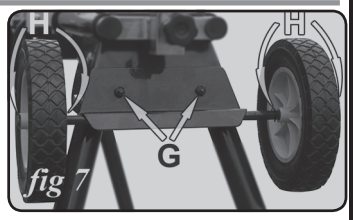

fig 7
7. Following fig 2-5, attach the wheels to the axle (I); first, place a C-clip (H) onto the axle, followed by a wheel (J), then secure it with another C-clip (fig 7).